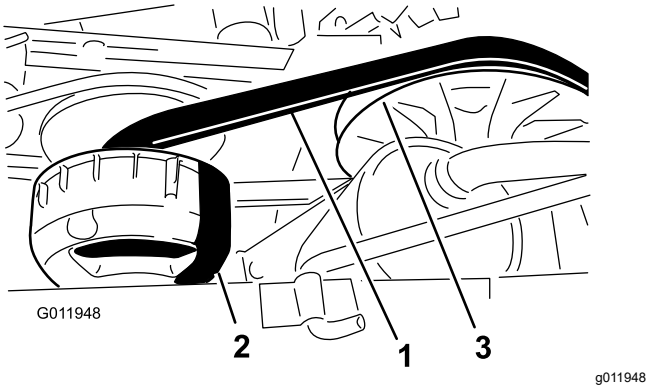

**Figur 69**
4. Roter og inspiser remmen (Figur 69) for overdreven slitasje eller skade.
3. Vri og før remmen over den sekundære clutchen (Figur 69).
4. Ta remmen av den primære clutchen (Figur 69).
5. Tilpass den nye remmen over den primære clutchen (Figur 69).
6. Vri og før remmen over den sekundære clutchen (Figur 69).